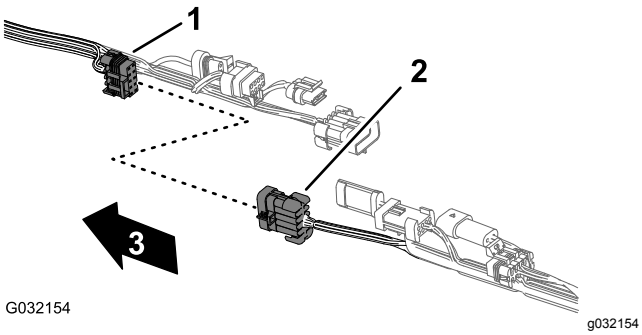
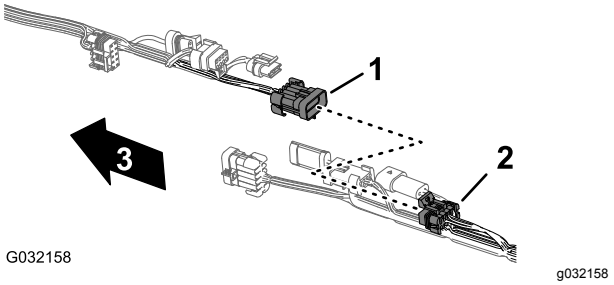

Figur 47
Figur 51
2. Koppla bort de fem paren med kontakter mellan de främre och bakre kablagen enligt Figur 47 till Figur 51.